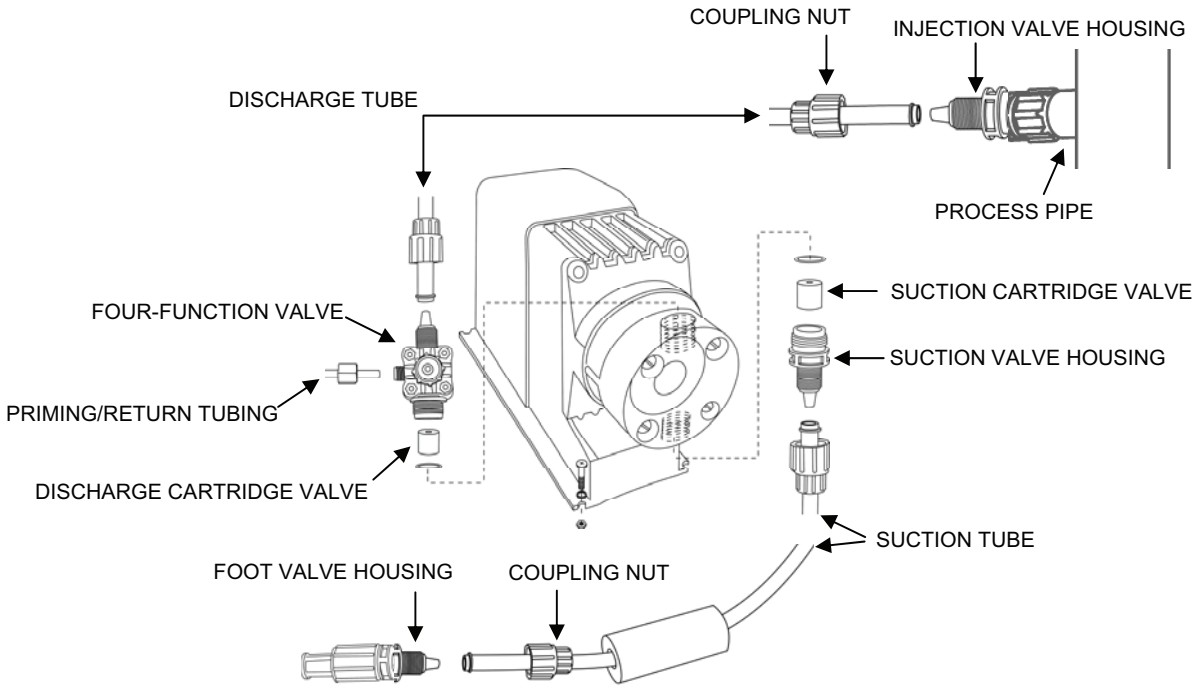

Figure 5. Chemical System Component Removal for Draining the System.
10. Drain each system as follows (Figure 5):